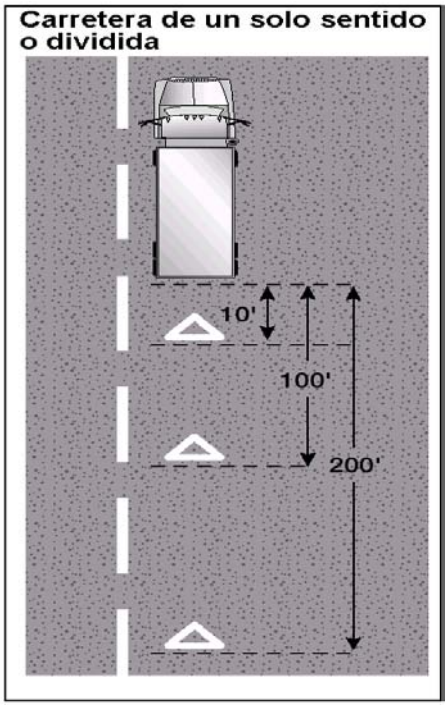

Figura 3.8
- Si usted tiene que parar en una carretera dividida o de sentido único, coloque los dispositivos de advertencia a 10 pies, 100 pies, y 200 pies hacia el tráfico que se aproxime. Vea la figura 3.8.